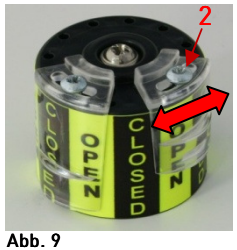

Abb. 9
2) Bringen Sie den Antrieb in die gewünschte Endlage 2 und stellen Sie den Betätiger für den oberen Schalter ein. Lösen Sie dazu die Schraube 2 oben am Betätiger und verschieben Sie ihn in die Position, in welcher der obere Schalter betätigt wird. Auch hier ist es möglich, die Schraube in einem anderen Loch zu platzieren und den Schwenkbereich damit zu ändern. (Abb.9)